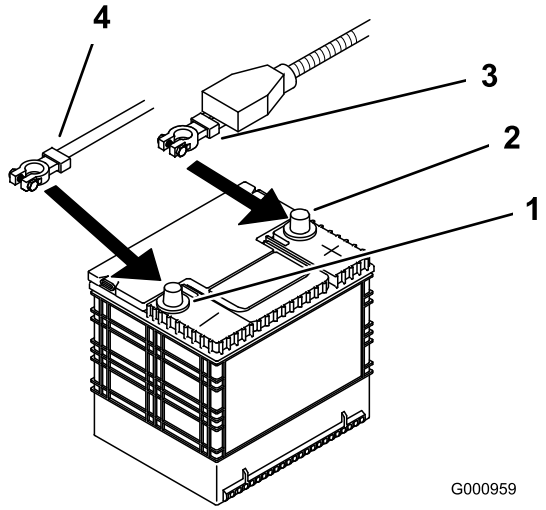

**Figur 43**
4. Afbryd først det negative batterikabel fra den negative (–) batteripol (Figur 43).
5. Skub den røde klemme af den positive (røde) batteripol. Afmonter derefter det positive (røde) batterikabel (Figur 43).
4. Fastgør kablerne med 2 bolte (1/4 x 3/4 tomme), 2 skiver (1/4 tomme) og 2 låsemøtrikker (1/4 tomme) (Figur 43).